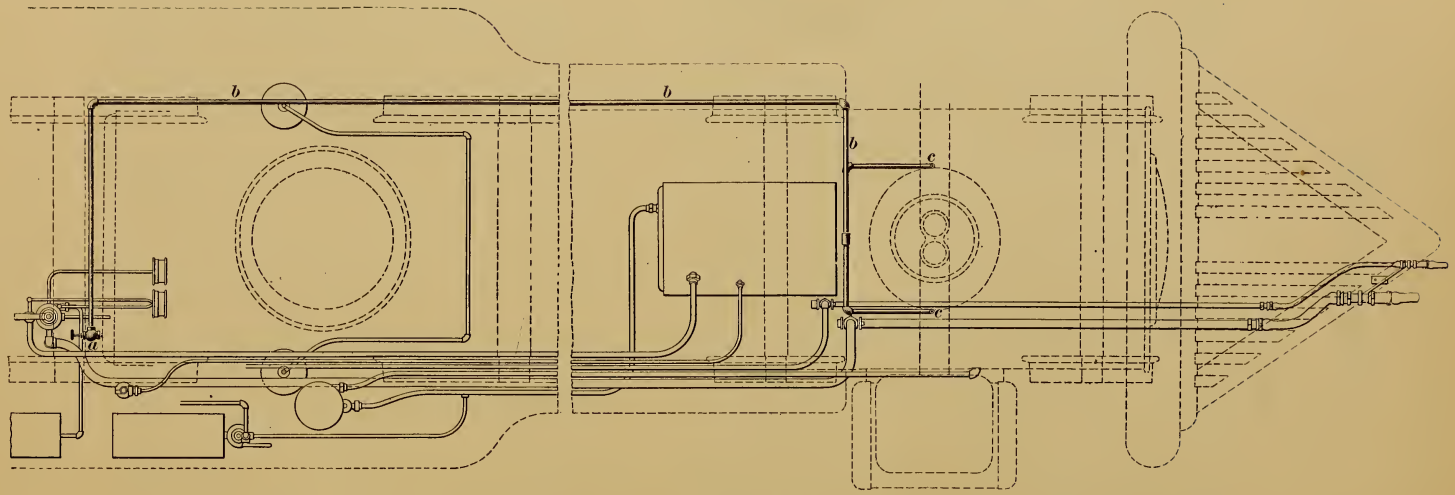

FIG. 18.
41. The **water brake** was invented nearly fifty years ago by a prominent French engineer named LeChatelier, but it was not introduced in this country until years afterwards, being first used on the early mountain roads in the Rocky Mountains, a region where it has proved a very valuable auxiliary braking device. This brake is shown applied to an engine in Figs. 18 and 19, the former being a plan view of engine, and the latter a view taken at rear of cylinders. The brake apparatus consists of an ordinary globe valve *a* and sufficient piping *bbb* to connect the valve with the exhaust passages in the cylinder saddle at *c*, *c*. The globe valve is set in the boiler head, on a level with the crown sheet and at a point where it will be within easy reach of the engineer. The pipe used in connection with the globe valve is either a $\frac{3}{8}$-inch or a $\frac{1}{2}$-inch pipe, depending on the size of the engine cylinders. It divides into two branches at the cylinder saddle, each branch leading to, and opening into, one of the exhaust passages, as shown.